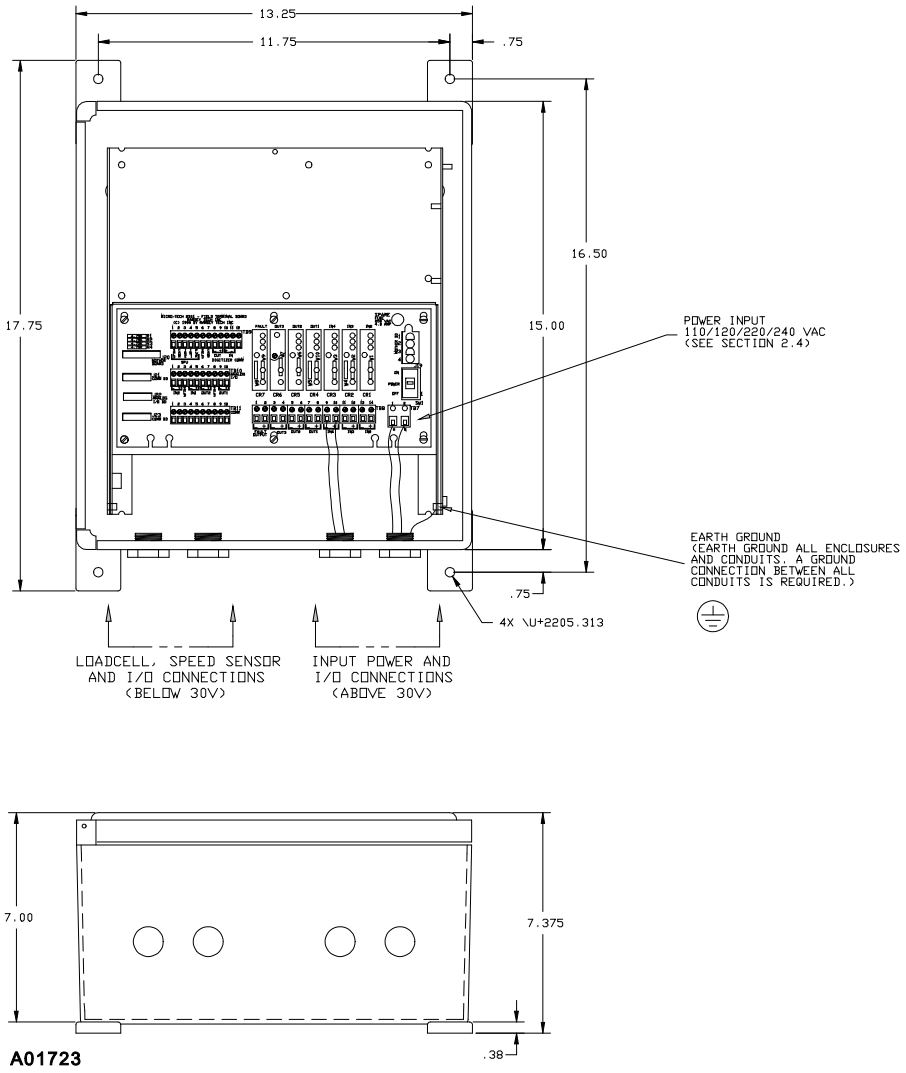

Figure 2-1. Electrical and Mounting Guidelines MT2000 Model 2104 (Field Mount) Feeder Controller
Mount the feeder controller to a rigid, flat, vertical surface using four mounting holes provided on the back of the enclosure (Figure 2-1).
2. To connect incoming power, use the following procedure (refer to Figure 2-1).